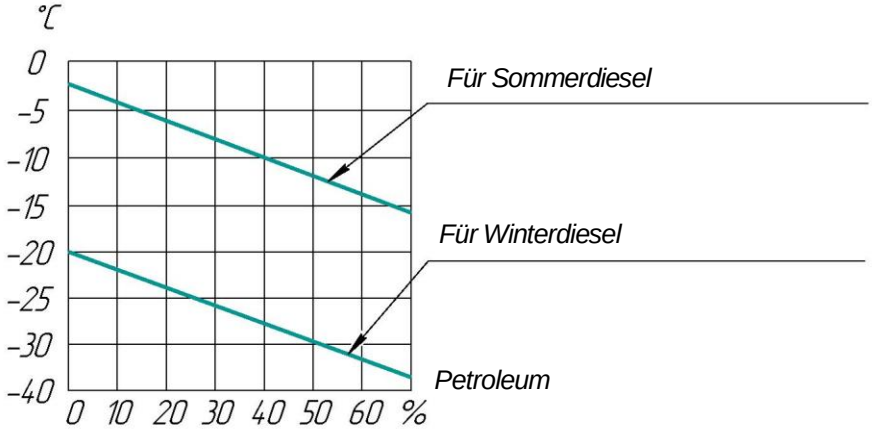

Bild 10 – Gehalt von Petroleum im Gemisch mit Motordiesel in Abhängigkeit von der Außentemperatur
10.4 Die zuverlässige Tätigkeit der Standheizung hängt von der Qualität und Art des Kraftstoffs ab. Die Kraftstoffart, die sie auswählen, entspricht der Staatsnorm GOST 305-82 und hängt von der Außentemperatur ab (siehe Tabelle 10.1). Man kann auch ein Gemisch benutzen, und zwar nach Bild 10.